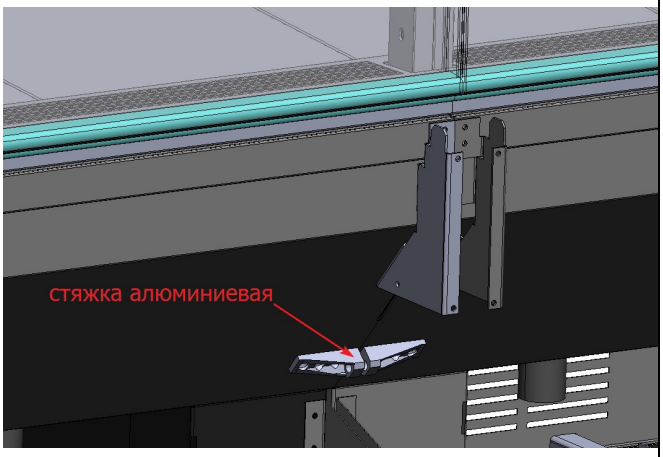

рис. 4
-через стяжки алюминивые с помощью винта М8х40 и гайки М8 (рис.4 и 5)